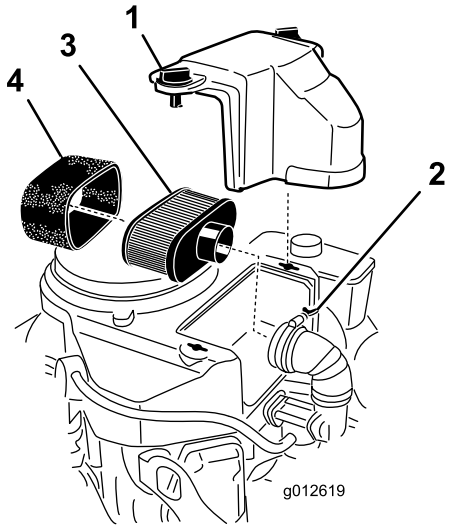

Figur 41
3. Rengør området omkring luftfilteret for at forhindre snavs i at trænge ind i motoren og forårsage skader (Figur 41).
4. Skru dækselgrebet af, og afmonter luftfilterdækslet (Figur 41).
5. Skru slangeklemmen af, og afmonter luftfilterenheden (Figur 41).
6. Træk forsigtigt skumindsatsen af papirindsatsen (Figur 41).
Bemærk: Hvis papirindsatsen er meget snavset, skal den udskiftes med en ny (Figur 41).
1. Skub forsigtigt skumindsatsen ned over papirluftfilterindsatsen (Figur 41).
2. Placer luftfilteret på bundpladen, og monter vingemøtrikken (Figur 41).
3. Sæt luftfilterdækslet på plads, og tilspænd dækselgrebet (Figur 41).